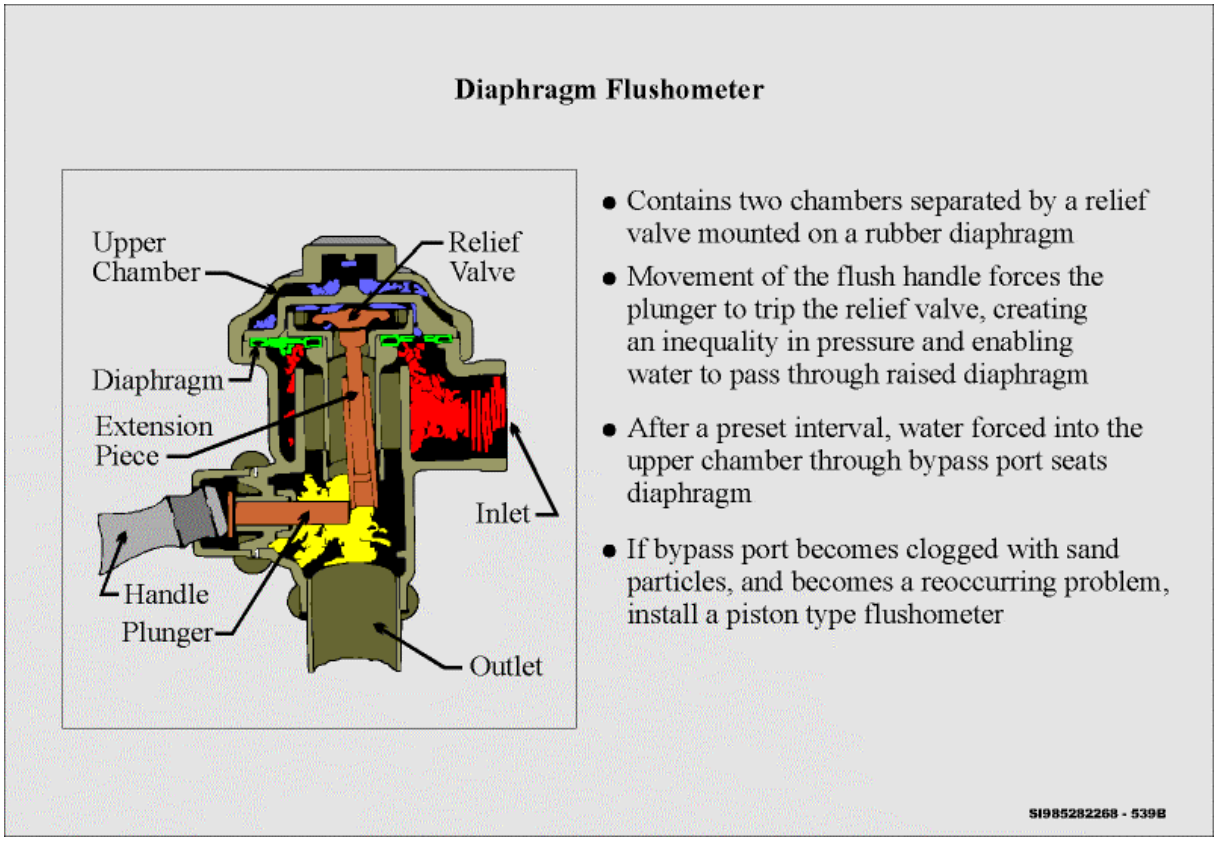

**Figure 2. Diaphragm Type Flushometer**
**1.2.** The diaphragm type flushometer uses a flat rubber diaphragm. It has an upper and a lower chamber, which is separated by a relief valve mounted on the diaphragm. The upper chamber is connected to the lower chamber by a bypass. The lower chamber is connected to a ¾ inch angle valve on the supply line. When the handle is activated the relief valve is moved to the open position discharging the water from the upper chamber. The difference in pressure between the upper and lower chambers forces the diaphragm to lift off its seat admitting water from the supply into the fixture. Water then fills the upper chamber through the bypass line. When the pressure equalizes the diaphragm will seat closing off the water flow. (See Figure 2.)